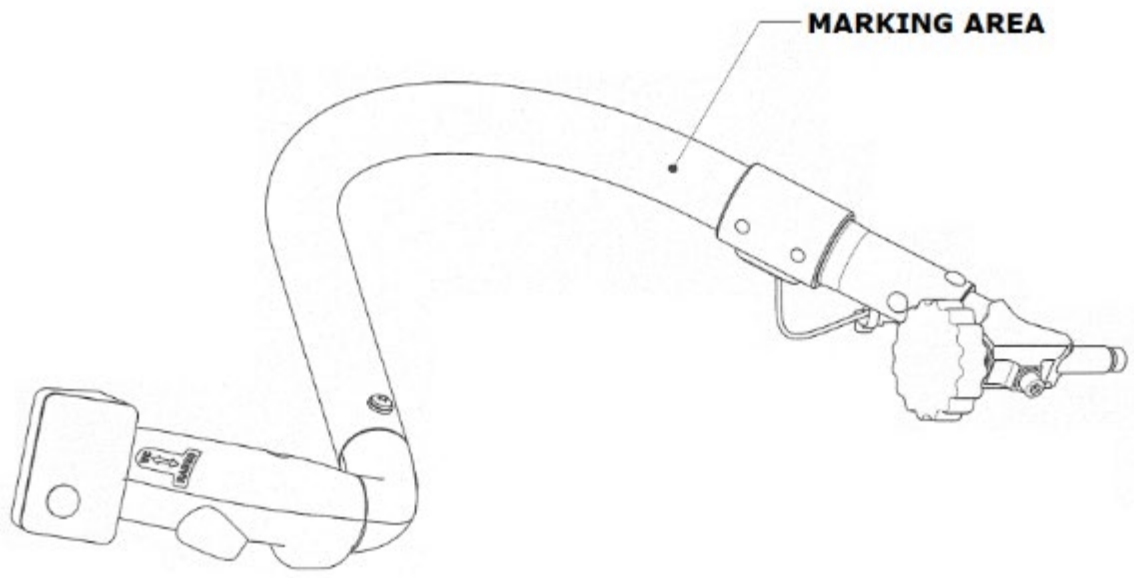

Figure 36 – Marking area of the co-pilot cyclic grip & stick assembly
a. Refer to Figure 36. Strikethrough with a permanent ink marker or remove with an abrasive pad the last digits (-045) of the Co-pilot cyclic stick assembly P/N M207-20M477-045.
2. Refer to Figure 36. Update the co-pilot cyclic stick assembly P/N with a white permanent ink marker close to the existing P/N. If you are reworking parts on-field, add FM after the cyclic stick assembly P/N.